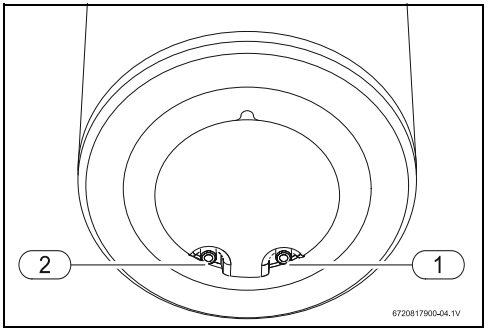

Fig. 11 Conexión del agua (ES150/200)
- Identifique la tubería de agua fría y de agua caliente, para evitar un posible intercambio entre ellas (Fig. 11).